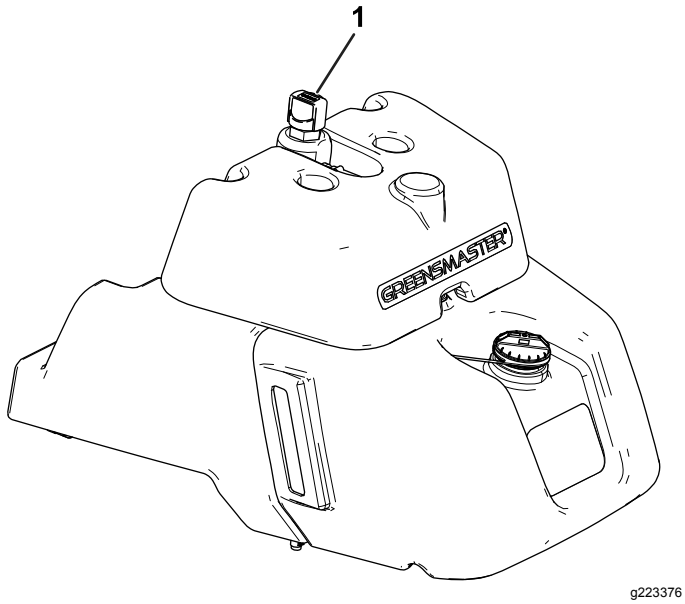

Figur 36
- Om tanken inte har något inspektionsfönster lokaliserar du oljestickan ovanpå huvudhydraultanken (Figur 36) och går vidare till steg 3.